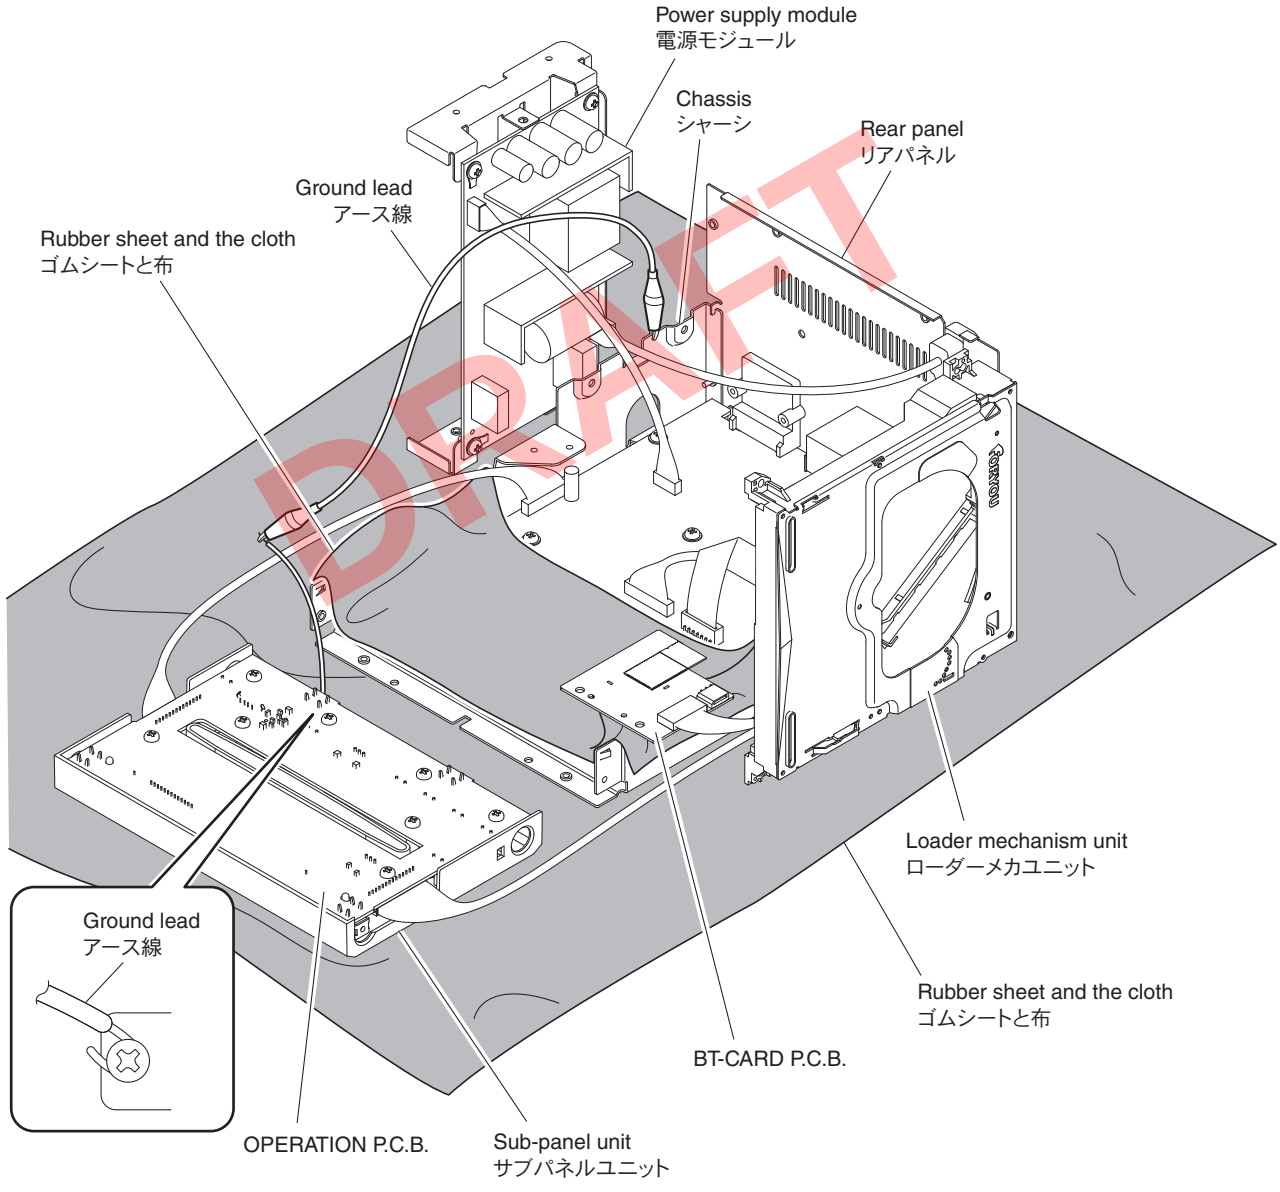

Fig. 4
- Spread the rubber sheet and the cloth. Then place this unit on the cloth and check it. (Fig. 4)
- Connect the ground point (ST501) of the OPERATION P.C.B. to the chassis with a ground lead. (Fig. 4)
- ゴムシートと布を敷き、その上に本機を置いてチェックします。(Fig. 4)
- OPERATION P.C.B. のアース（ST501）をアース線でシャーシに接続してください。(Fig. 4)